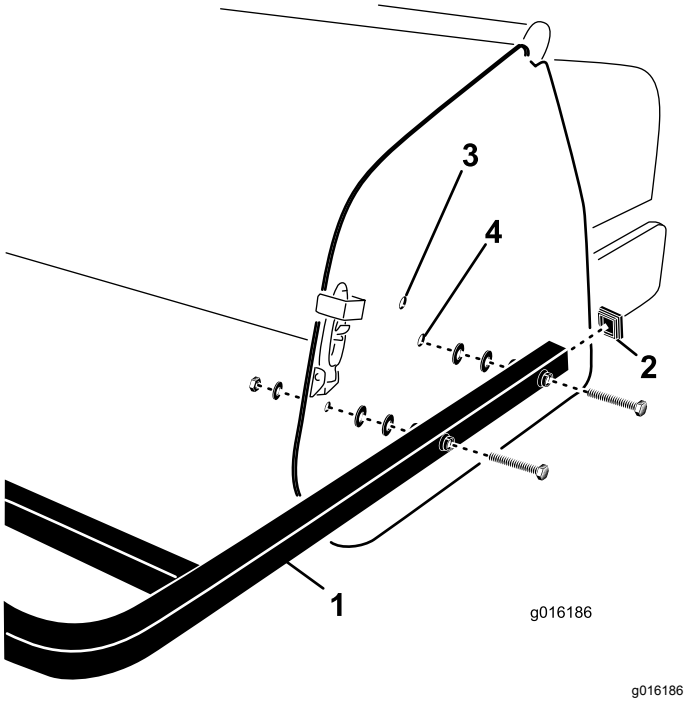

Figur 32
1. Sätt in ändkåporna i ändarna på rören på de bakre skydden (Figur 32).
2. Passa in hålen i monteringsrören på det bakre skyddet med hålen i luftarens sidoplåtar (Figur 32).
3. Fäst skyddets monteringsrör vid sidoplåtarna med fyra skruvar, planbrickor och muttrar (Figur 32).